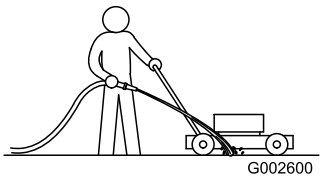

Bild 39
1. Lassen Sie den Motor auf einer flachen, befestigten Oberfläche laufen und sprühen Sie Wasser vor das **rechte** Hinterrad (Bild 39).